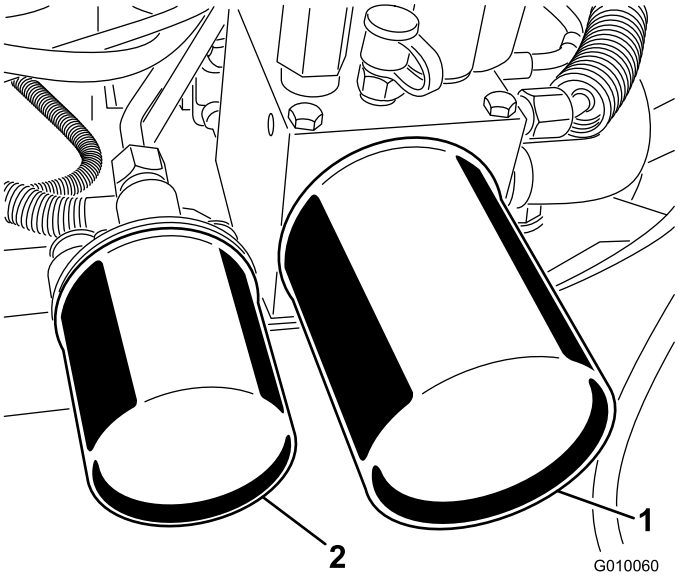

**Figur 59**
2. Sätt ett avtappningskärl under filtren, ta bort de gamla filtren och torka filteradapterns packningsyta ren (Figur 59).